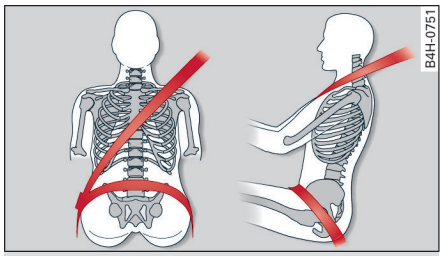

图 169 肩部与胯部安全带的系带方式
- 安全带在肩部应尽可能佩戴在锁骨中间并贴紧身体。拉住上部的锁舌将安全带缓慢匀速地拉出，围过胸部及髋部。髋部安全带部分应尽可能低，以免腹部受压。安全带应始终贴紧身体 ⇨ *图 169*。必要时应将安全带再稍稍拉紧。